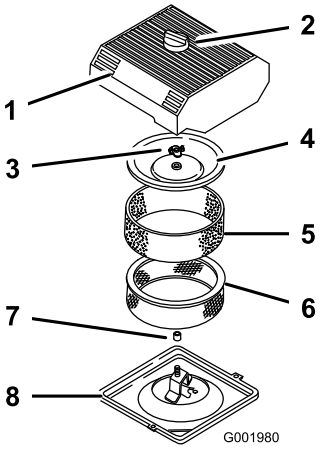

**Figur 24**
3. Rengør området omkring luftfilteret for at forhindre snavs i at trænge ind i motoren og forårsage beskadigelse (Figur 24).
4. Løsn skruen på luftfilterdækslet, og fjern dækslet (Figur 24).
5. Skub forsigtigt skubelementet af papirelementet (Figur 24).
6. Skru dækslets møtrik af, og fjern dækslet og papirelementet (Figur 24).
1. Skub forsigtigt skubelementet på papirluftfilterelementet (Figur 24).
3. Monter dækselmøtrikken fingerstramt mod dækslet (Figur 24).
4. Påsæt luftfilterdækslet og skruen (Figur 24).